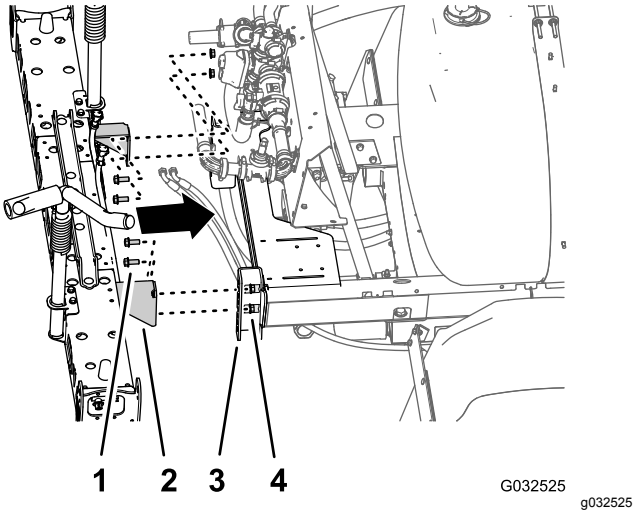

Figur 85
1. Använd lyftutrustning med angiven lyftkapacitet för att höja centersprutrampssektionen och rikta in hålen i stödfästet på sprutrampssektionen med det tredje och sjätte hålet i sprutramens monteringskanal (Figur 85).
2. Montera centersprutrampssektionen på monteringskanalerna (Figur 85) med de fyra flänsskruvarna (1/2 x 1 1/4 tum) och fyra flänslåsmuttrarna (1/2 tum) som du tog bort i steg 4 i Ta bort centersprutrampssektionen (sida 30).